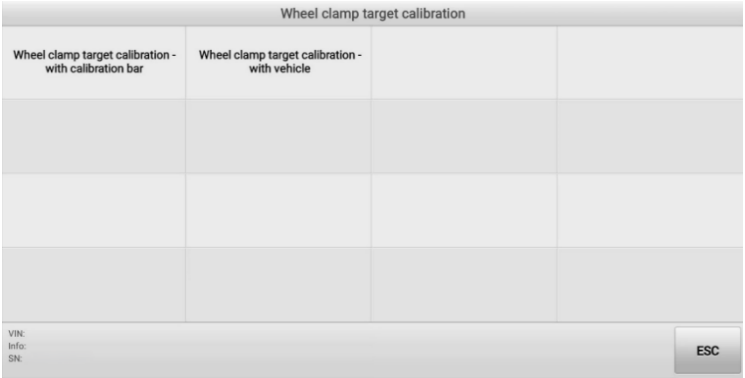

Figure 4-26 *Select Calibration Method*
2. Select **Wheel clamp target calibration — with vehicle**. Refer to *Figure 4-26 Select Calibration Method* for details.